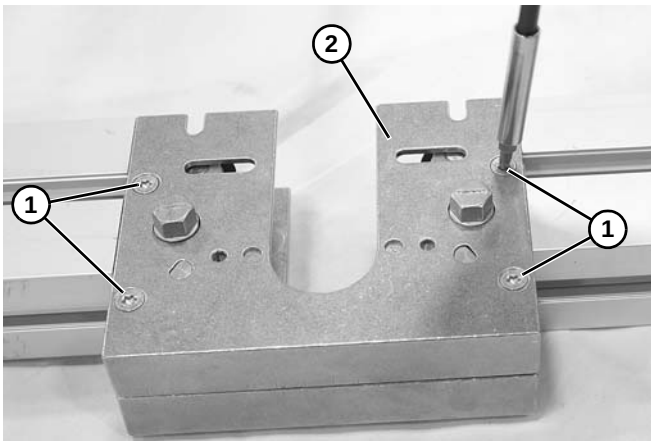

Figure 39
4. Remove torx screws **(Figure 39, item 1)** and mid drive side plate **(Figure 39, item 2)**.